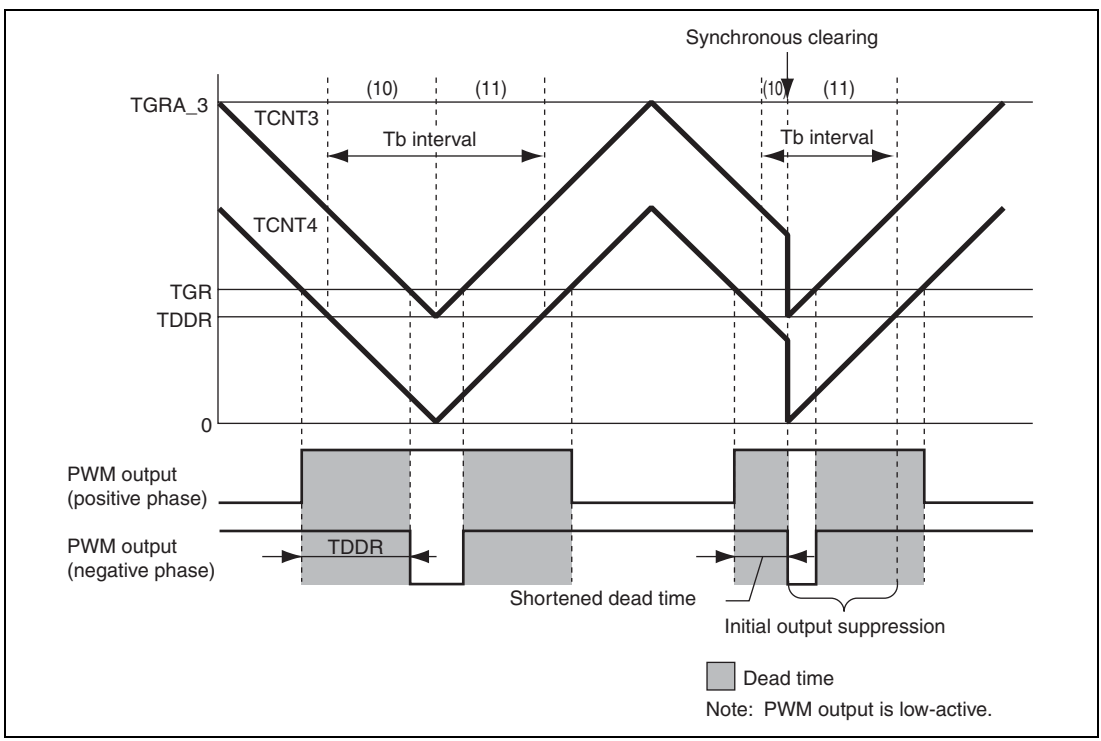

**Figure 10.136 Condition (1) Synchronous Clearing Example**
Condition (1): When synchronous clearing occurs in the PWM output dead time interval within initial output suppression interval (10) (figure 10.136).